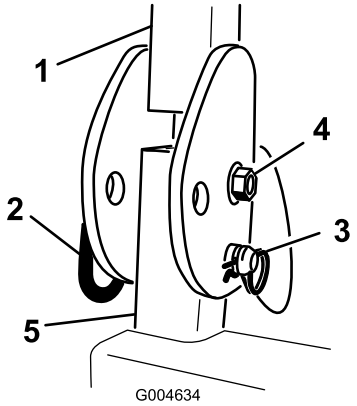

Figur 4
1. Fjern hårnålssplintpinnene og fjern de to pinnene fra veltebøylen (Figur 4).
2. Hev veltebeskyttelsen til oppreist stilling og monter de to pinnene og fest dem med hårnålssplintpinnene (Figur 4).